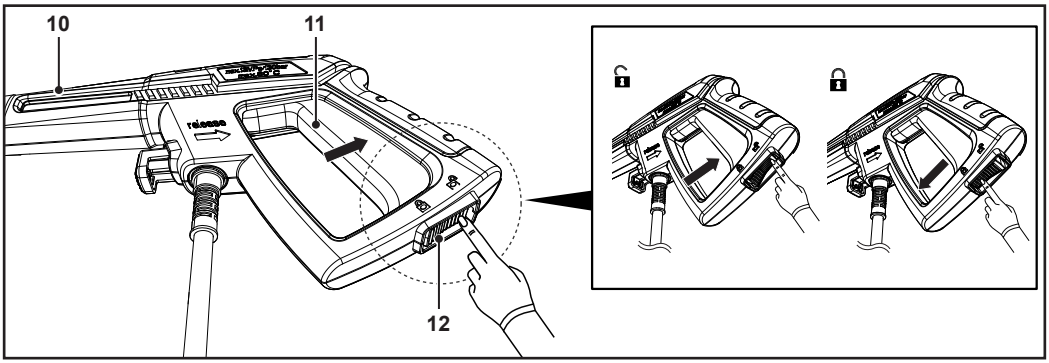

Fig. 8
- Para desbloquear o gatilho (11), pressione o botão de bloqueio (12) para cima (Fig. 8).